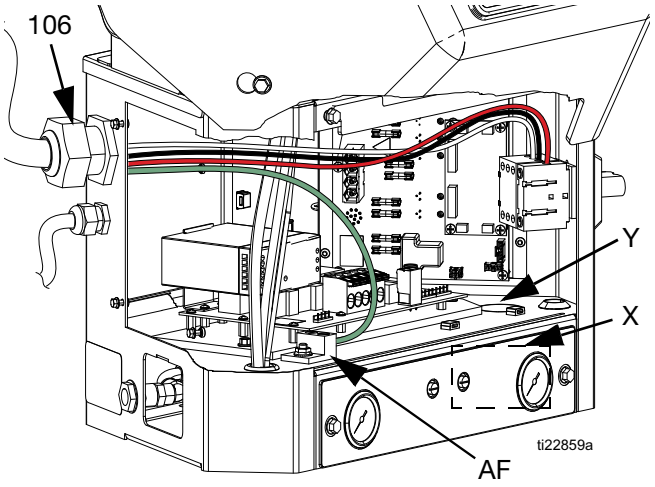

**FIG. 13**
The installed strain relief bushing (106) fits a 0.708-1.260 in. (18-32 mm) OD electrical cord. See FIG. 13. If needed, use a wrench to tighten the strain relief bushing until it is snug on the cable.
4. Insert electrical cord through electrical enclosure strain relief bushing (106). See FIG. 13.
a. Alternate electrical cord routing: using conduit, run electrical cord from access port (X) through hole (Y). Conduit is required when routing wires near compressed air components.
6. Connect ground wire to chassis ground (AF). See FIG. 13.